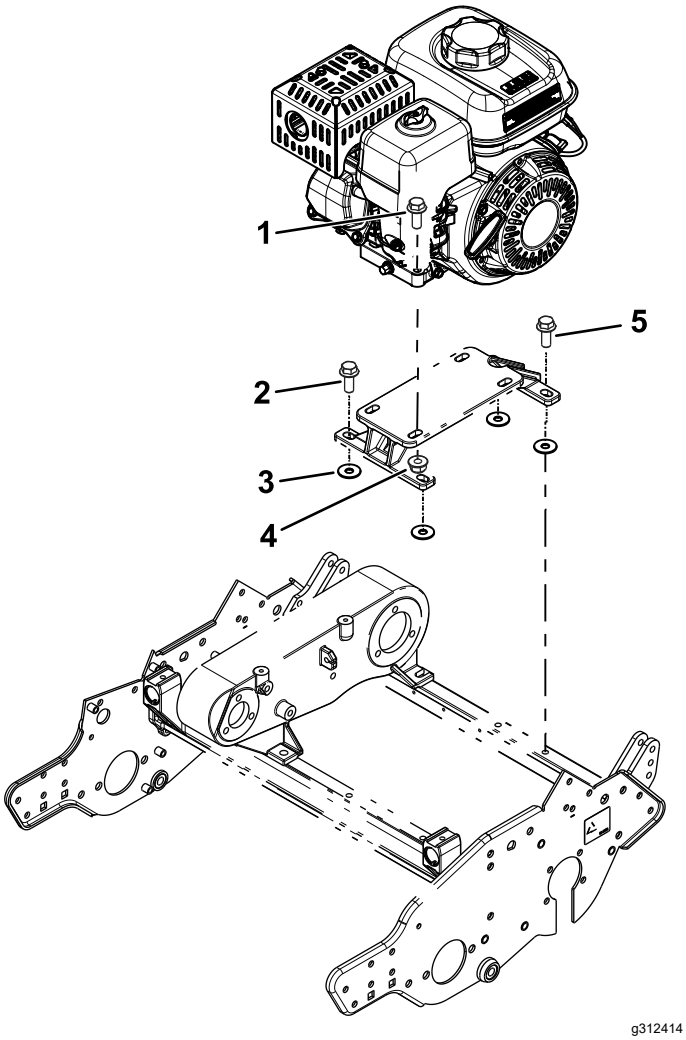

Figur 4
3. Monter motormonteringsbeslaget på maskinen med de bolte og de 4 spændeskiver (⅜" x 1⅛"), du fjernede tidligere, som vist i Figur 4.
Monter den bageste venstre motorbolt løst (vist i Figur 4).
4. Monter motoren på motormonteringsbeslaget ved hjælp af de bolte og møtrikker, du fjernede tidligere (Figur 4).
8. Fjern den bageste venstre bolt fra motorhuset (Figur 4), og brug bolten til at fastgøre R-klemmen og gaskablet til motorhuset.
10. Spænd alle motorens monteringsbolte og motormonteringsbeslagets bolte (Figur 4).